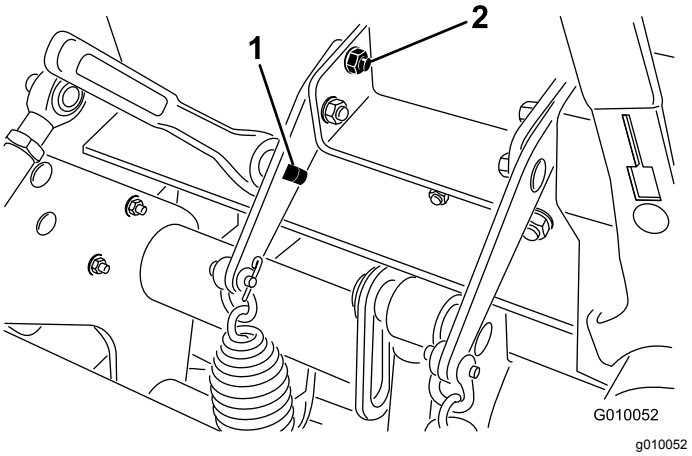

Figur 30
3. Før inn en 1/2-tommes sperrenøkkel eller brytestang inn i det firkantede hullet i fjærplaten (Figur 30).